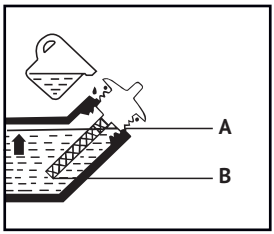

Рис. 7
- Проверить уровень по метке **А** на щупе (рис.7).